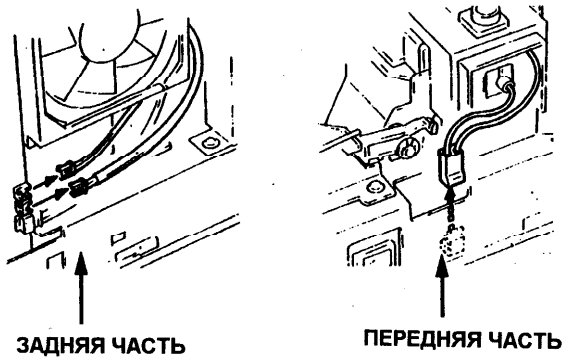

Рис. 1. Разъемы узла фьюзера
4. Отсоедините разъем CN101 от низковольтного блока питания (Рис. 1).